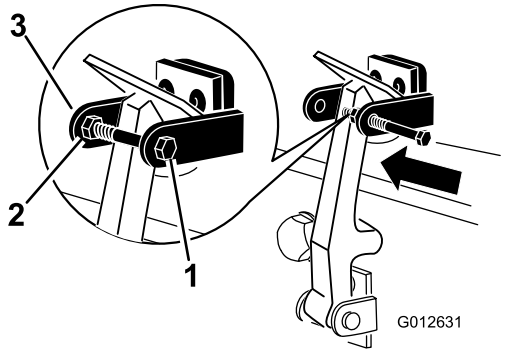

Figuur 10
7. Schroef de bout in de andere arm van de vergrendelbeugel om de sluiting te vergrendelen (Figuur 10). De bout stevig aandraaien, maar de moer niet.